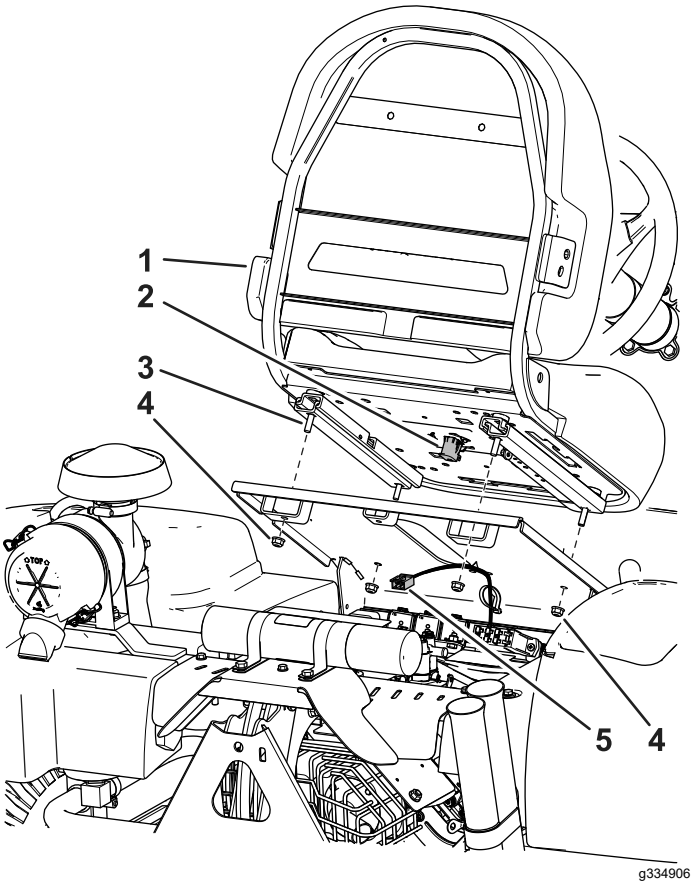

Figur 4
3. Fastgør sædet til sædesoklen med de 4 møtrikker, du fjernede tidligere. Se Figur 4.
4. Find maskinens ledningsnet, og tilslut det til sædekontakten (Figur 4).